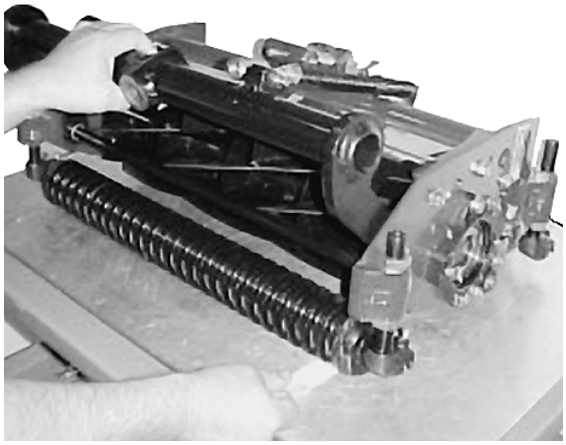

Afbeelding 12
4. Controleer visueel of met een stuk krant of er ruimte is tussen de uiteinden van de voorste roller en het horizontale oppervlak (Afb. 12). Indien nodig moet u de voorste stangen voor de maaihoogte zodanig instellen dat beide uiteinden van de roller contact maken met het horizontale oppervlak.